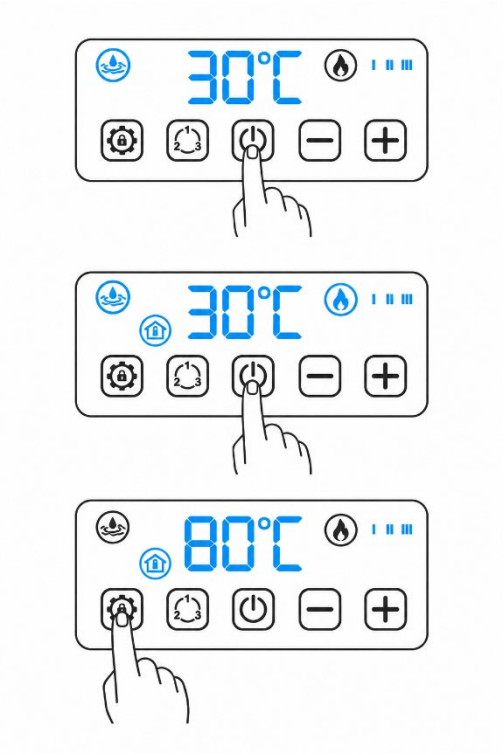

Рис. 4. Настройка подключение проводного комнатного термостата
1. Переведите котел в режим воды (рис. 4). После нажмите и удерживайте кнопку включения/выключения в течение 3 секунд.